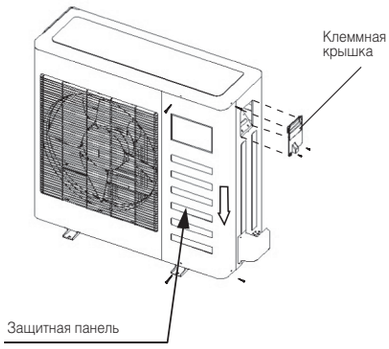

Рис. 8-1
- При прокладке дренажной линии руководствуйтесь схемой на Рис. 8-1.
- Снимите защитную панель, если она отсутствует на внешнем блоке, снимите сервисную панель и потяните ее по стрелке, чтобы удалить защитную панель (рис. 8.1)